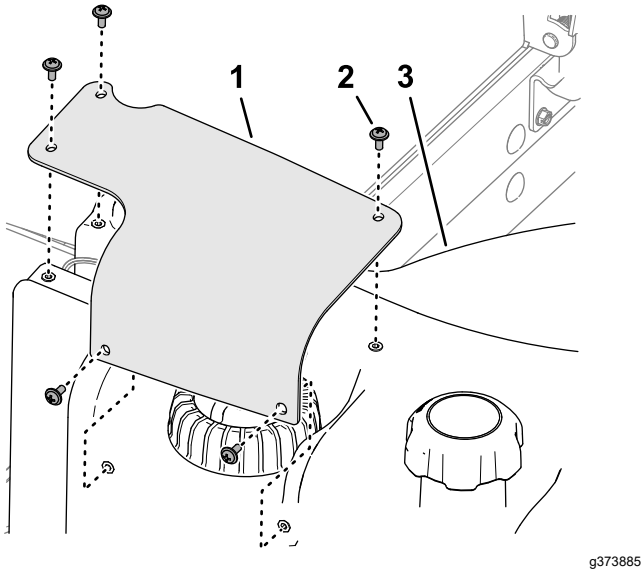

Рисунок 118
2. Отверните 5 винтов с крестообразным шлицем, которые крепят кожух датчика уровня топлива к топливному баку, и снимите кожух (Рисунок 118).